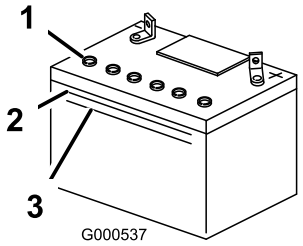

Bild 43
1. Sehen Sie sich die Seite der Batterie an. Der Füllstand muss bis zur **oberen** Linie reichen (Bild 43). Der Säurestand darf nicht unter die untere Linie fallen (Bild 43).
3. Entfernen Sie die Entlüftungsdeckel von der Batterie (Bild 43).
4. Gießen Sie langsam destilliertes Wasser in jede Batteriezelle, bis der Säurestand die obere Linie (Bild 43) am Batteriegehäuse erreicht.
5. Warten Sie nach dem Füllen der Batteriezellen fünf bis zehn Minuten. Gießen Sie bei Bedarf destilliertes Wasser in jede Batteriezelle, bis der Säurestand die obere Linie (Bild 43) am Batteriegehäuse erreicht.